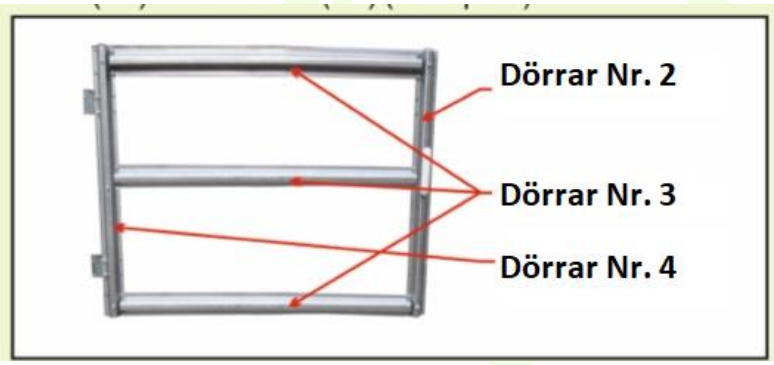

Bild 29.3
Dörrens och fönstrens polykarbonatändar måste förseglas med skyddsband för tätningsplattor (32). Sätt fast handtagen (24) på rätt plats. (Bild 29.3)